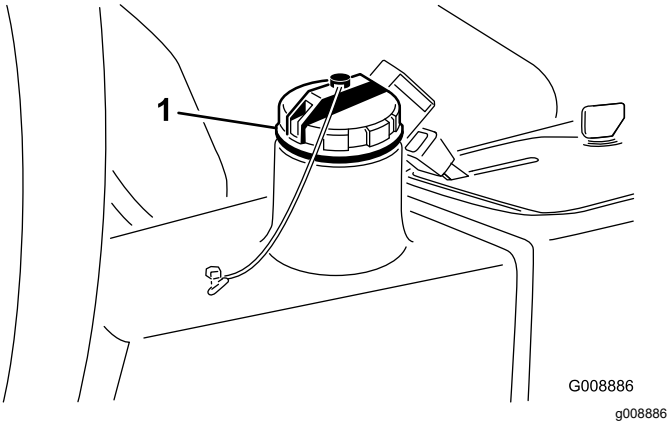

Figur 81
4. Fyll tanken (Figur 81) med cirka 13,2 liter hydraulvätska. Se Kontrollera hydraulsystemet (sida 23).